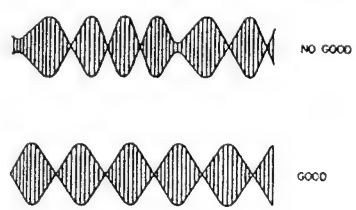

Fig. 3-8
6) Turn the top of supply guide roller (2) using a flat-bladed screwdriver, etc. to lower it until the rhombic FM waveform becomes unshaped. (Fig. 3-8) If the FM waveform dose not becomes unshaped when supply guide roller (2) is turned by over 360°, return supply guide roller (2) to its original height to complete this adjustment.
7) Turn the top of supply guide roller (2) in the opposite direction to that in step 6) so the rhombic FM waveform is shaped.